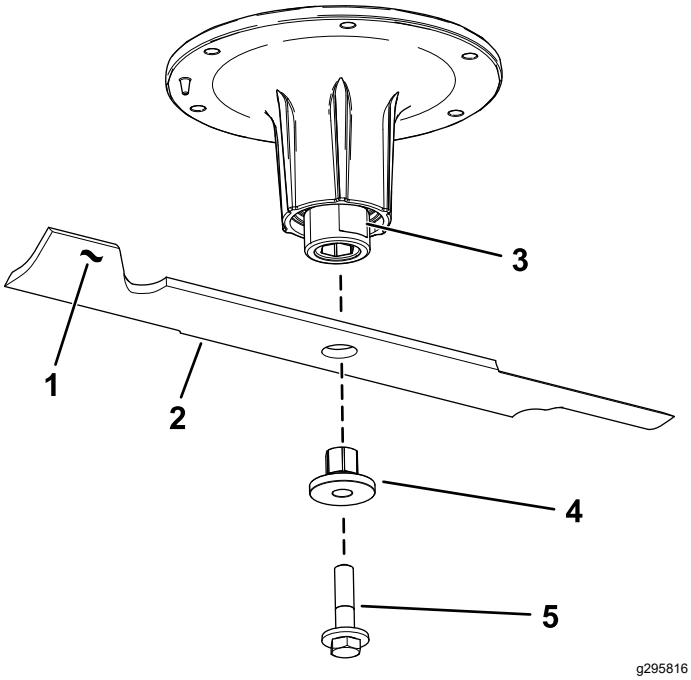

Figure 87
2. Retirez le boulon, la douille et la lame de l'axe de pivot (Figure 87).